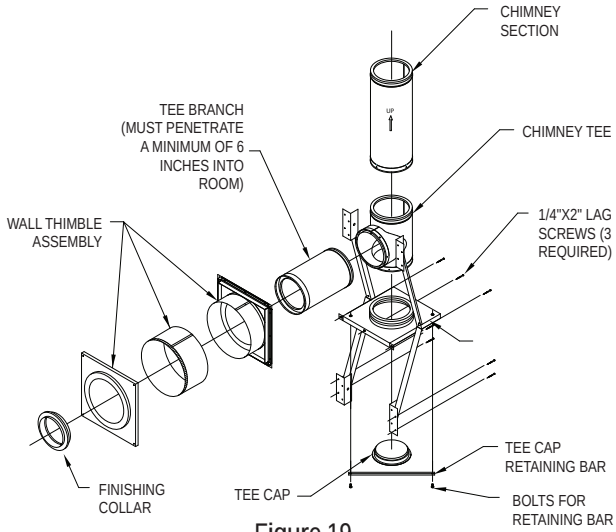
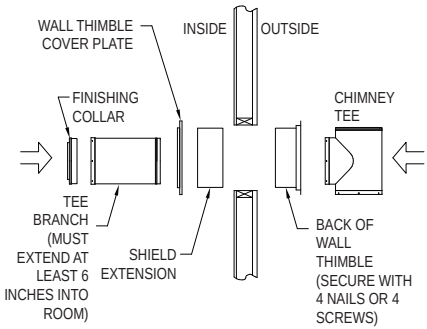
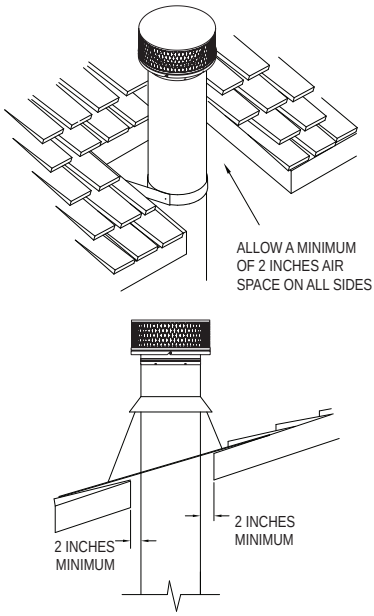

Figure 19
Figure 20
Figure 22
3. Install Wall Thimble: The Wall Thimble is a three piece unit which includes the cover plate, sleeve extension, and the back portion with shield. On the outside wall, install the back portion of the Wall Thimble. Center the back portion of the Wall Thimble (with shield inside wall) in the framed opening of the outside wall. Be sure to seal the flange of the Wall Thimble around the wall by using a non-hardening waterproof sealant. Attach the back portion of the Wall Thimble to the outside wall using at least (4) 8-penny nails or (4) 1-1/2" wood screws *(Fig 20)*. Depending on the thickness of your wall, you will need to adjust the shield extension to insure that you have a continuous shield throughout the wall penetration. Adjustments can be made by sliding the extension in or out of the back portion of the shield. Verify that the shield extension reaches the front cover plate when the cover plate is in position. Do not install cover plate at this time. When the shield extension is in position, secure it to the back portion of the shield using (4) sheet metal screws *(Fig 20)*.
Support so that the chimney Tee will be centered inside the Wall Thimble *(Figs 19 & 20)*. Important: Verify that Tee Support is level, then secure Tee Support to outside wall using (3) 1/4"x 2" long lag screws for the support base, and (8) #8, 2-1/2" wood screws for the brackets (2 screws per bracket). Be sure to keep the Tee Support level.
5. Install Chimney Tee and Branch: Attach the Chimney Branch to the Tee. The Chimney Branch is 12" or 18" Chimney Section (depending on your wall thickness) positioned horizontally used to pass through the wall. Important: The Chimney section used to penetrate through the wall must extend at least 6" into the room. Secure the Chimney Branch to the Tee by using the (6) sheet metal screws provided. It is very important that a good connection is made between the Branch and the Tee. *(Fig 20 & 21)* Install the Tee Cap in the bottom of the Tee, on the underside of the Tee Support Bracket. Be sure that the Tee Cap is securely inserted into the bottom of the chimney pipe. Secure the Tee Cap in place by attaching the Tee Cap Retainer Bar using the two (2) bolts included *(Fig 19)*.
6. Install Cover Plate and Finishing Collar: After the Chimney Branch is secured in place (penetrating at least 6" into the room), slide the Cover Plate over the Branch and attach it to the framing using (4) 1-1/4" long, round head wood screws. Be sure that the Branch is centered in the opening of the Cover Plate. Twist lock the Finishing Collar on to the female end of the Chimney Branch by twisting clockwise.
the wall with Wall Straps at 4-foot intervals to maintain at least 2 inches of clearance to combustible materials. Slip the Wall Straps around the chimney, tighten the bolts, and fasten the Wall Straps to the wall with (4) #8, 2-1/2" long wood screws. Once the chimney is at the minimum height specified in *Figure 1*, attach the Chimney Cap onto the top of the chimney by holding it by the collar and slipping the female end of the Cap onto the male end of the Chimney Pipe. Secure the Cap in place by using the (6) sheet metal screws provided. If the chimney penetrates an overhang, frame for at least 2 inches of clearance, and install Roof Radiation Shields (required for 18"-24" diameter chimney only), Flashing and Storm Collar as described in *Steps 7, 10 & 11* for Ceiling Supported Installations. Another option is to cut away the overhang for a 2-inch clearance *(Fig 22)*. If the chimney extends more than 4 feet above the top Wall Strap or Flashing, use an Extended Roof Support Bracket.